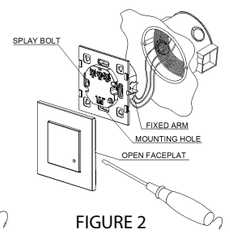
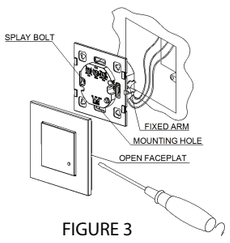

FIGURE 2
FIGURE 3
- If you want to install it in circular hole, put the sensor into the hole and tighten the splay bolt on both sides (refer to figure 2). If you want to install in quadrate hole, put the sensor into the hole, fix the screw through the mounting hole (refer to figure 3).
- Si vous souhaitez l'installer dans le trou circulaire, mettre le capteur dans le trou et serrer le boulon évasé des deux côtés (se référer à la figure 2). Si vous souhaitez installer dans le trou carré, mettre le capteur dans le trou, fixer la vis à travers le trou de montage (se référer à la figure 3).
- Falls Sie eine Installation in der runden Öffnung wünschen, setzen Sie den Sensor in der Öffnung und ziehen Sie die Schraube beiderseits fest (sieh Fig. 2). Falls Sie eine Installation in der quadratischen Öffnung wünschen, setzen Sie den Sensor in der Öffnung und ziehen Sie die Schraube durch die Montageöffnung fest (sieh Fig. 3).